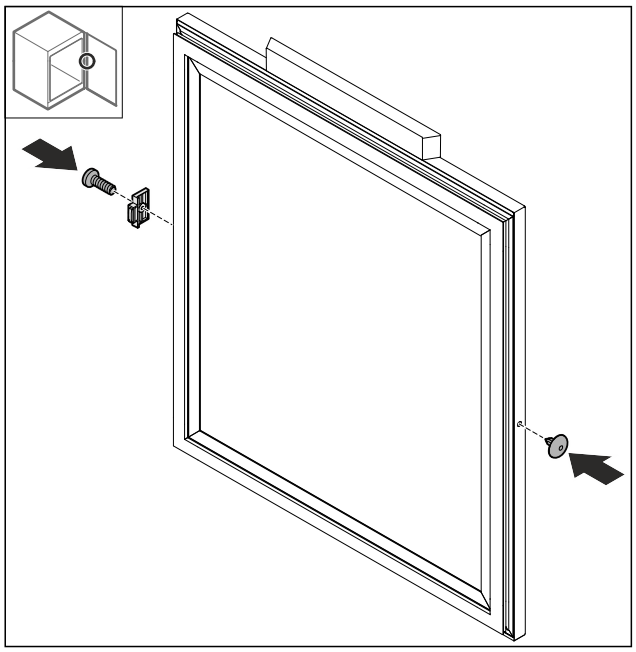

Fig. 78
- ▶ Türstopper *Fig. 78 (1)* um 180° gedreht auf der Gegenseite montieren.
- ▶ Abdeckung *Fig. 78 (2)* auf der Gegenseite einsetzen.